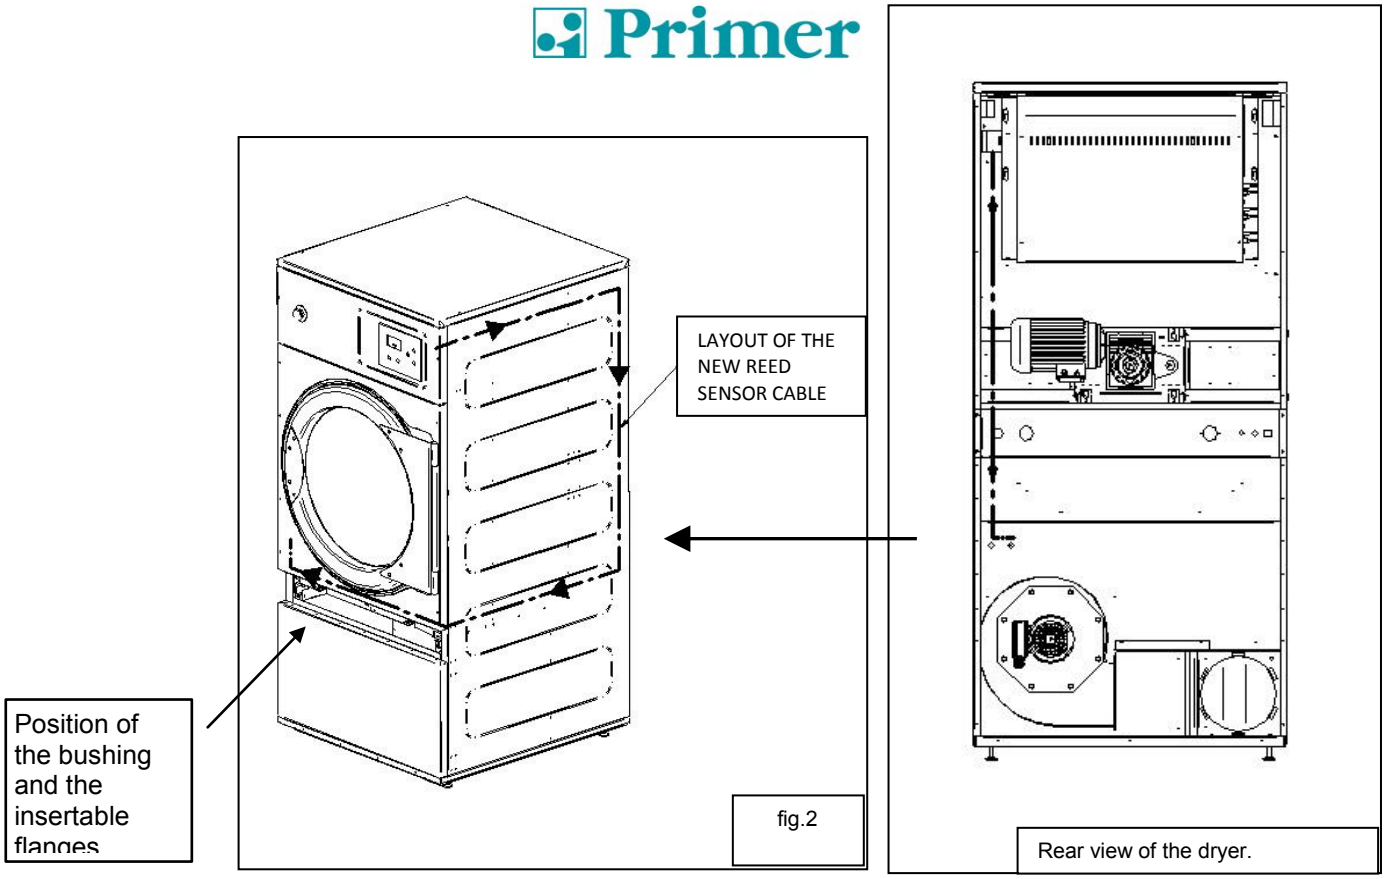

fig.2
12. Insert the new cable (supplied), following the layout shown in Fig. 2 of the next page. There is a hole in the interior, where the filter is stored, for the cable to pass through. Remove the existing plug and insert the bushing (supplied) in its place. Remove the filter cover to make access easier and insert the cable more easily.